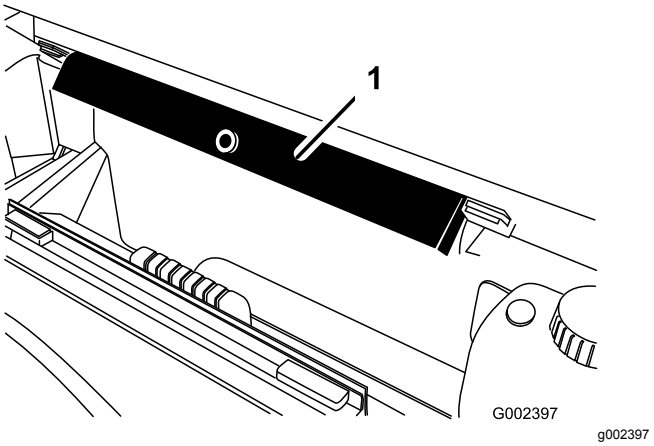

Figur 14
9. Fjern ladstøtten fra opbevaringsbeslagene bag på styrtbøjlepanelet (Figur 14).